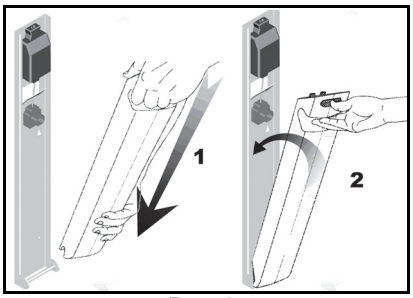

Рис. 2
1) Вставьте аккумуляторный блок в зарядное устройство и сильно прижмите его (см. Рис. 2).